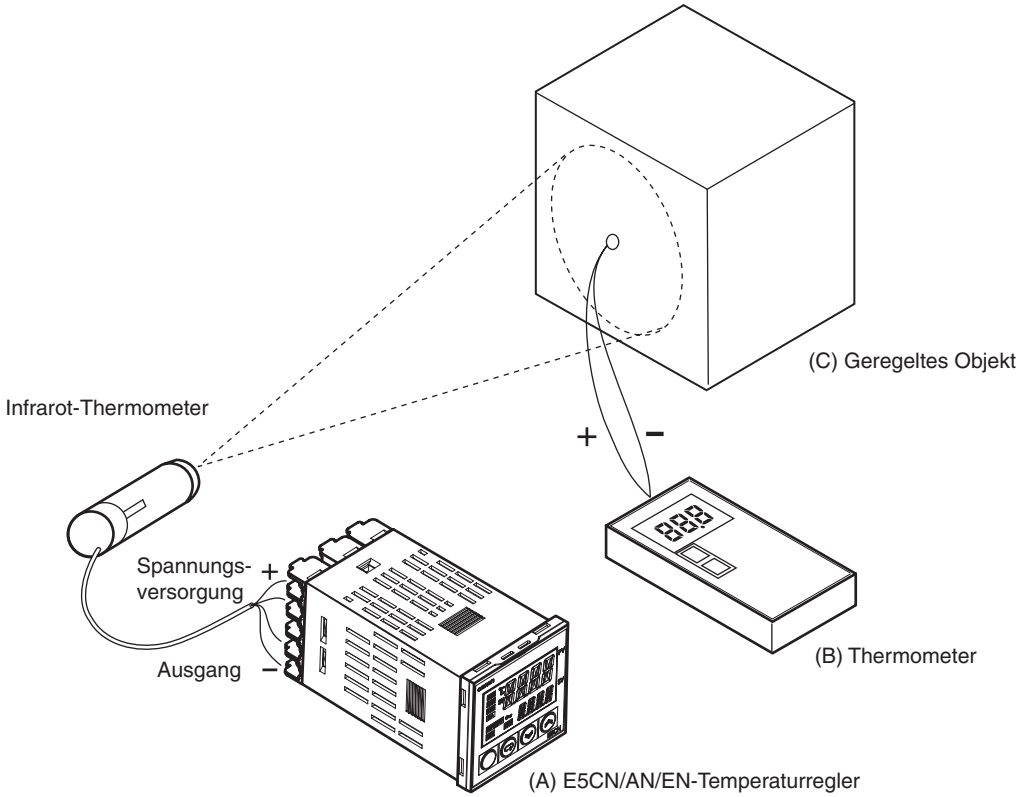

Abbildung 1 Konfiguration der Verschiebung bei einem Infrarot-Thermometer
2. Bereiten Sie ein Thermometer, mit dem die Temperatur des geregelten Objekts gemessen werden kann, so vor (siehe *Abbildung 1*), dass eine 1-Punkt- bzw. 2-Punkt-Verschiebung vorgenommen werden kann.
1. In der in *Abbildung 1* gezeigten Konfiguration bringen Sie den Sollwert in die Nähe des Werts, auf den die Temperatur des geregelten Objekts geregelt werden soll. Gehen Sie davon aus, dass die Temperatur des geregelten Objekts (C) mit der durch das Thermometer (B) ermittelten Temperatur identisch ist.